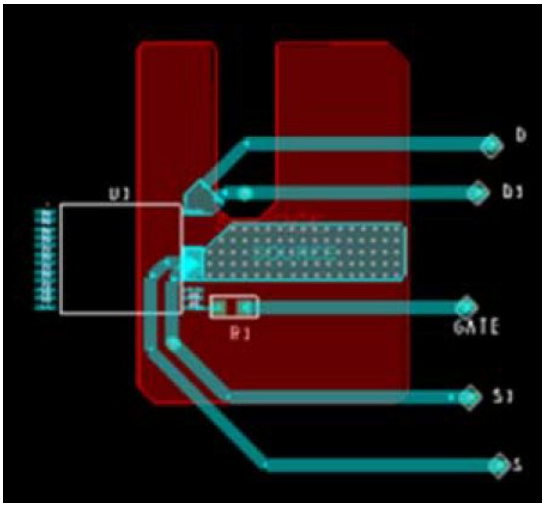

Figure 24. Thermal Resistance Test Conditions for PowiGaN Devices (INN3678C, INN3679C and INN3670C).
Testing performed on custom thermal test PCB as shown in Figure 24. The test board consists of 2 layers of 2 oz. Cu with the InSOP package mounted to the top surface and connected to a bottom layer Cu heat sinking area of 550 mm^2.
4. Please see Figure 24.